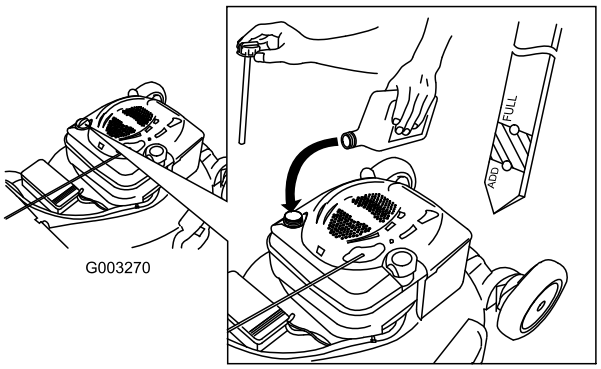

Figuur 36
4. Giet **langzaam** olie in de vulbuis totdat het peil de Vol-markering op de peilstok bereikt (Figuur 36). **Niet te vol vullen.** (Maximale vulhoeveelheid: 0,59 l, type: SAE 30 reinigingsolie, met onderhoudsclassificatie SF, SG, SH, SJ, SL van het American Petroleum Institute (API) of hoger).